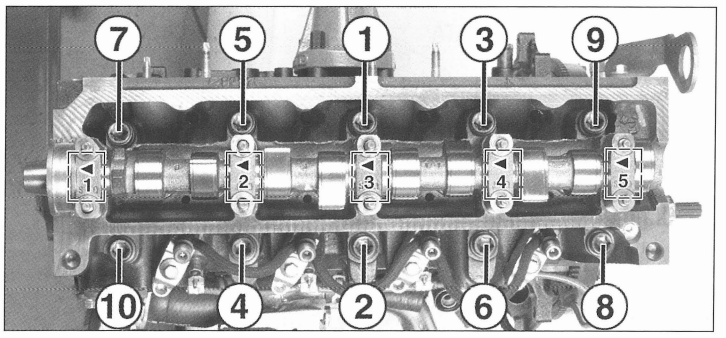

FIG. 39
- apretar los tornillos de culata respetando el orden y el par de apriete prescritos, sin aceitarlos **(fig. 39).**